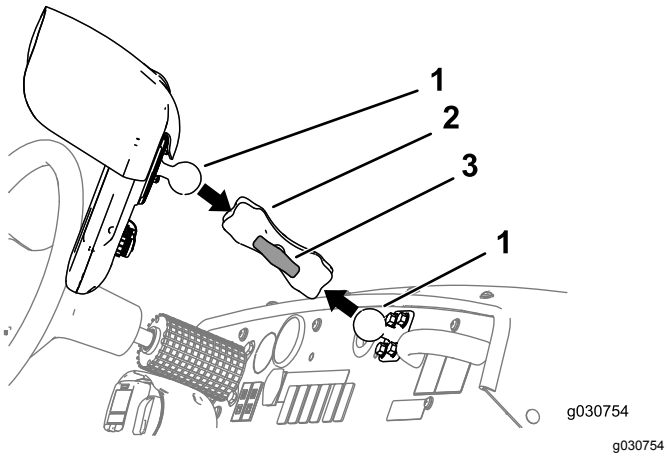

Figur 153
3. Lossa vredet till skärmarmen tills du kan föra in både kultappen för kopplingen på baksidan av sprutskärmen och kultappen för fästet på instrumentbrädan i skärmarmen (Figur 153).
4. Från förarsätet (vänstersätet) justerar du läget på sprutskärmen så du enkelt kan se skärmen (Figur 153).
5. Dra åt vredet till skärmarmen för hand (Figur 153).